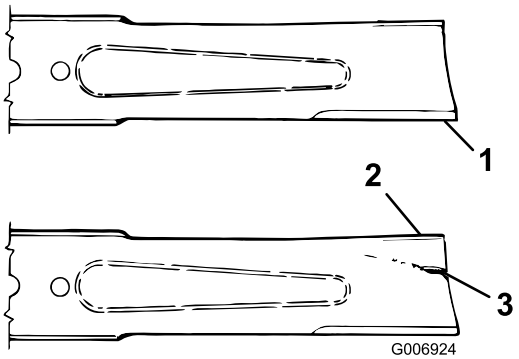

Figura 89
3. Examine cuidadosamente los extremos de corte de la cuchilla, sobre todo en el punto de reunión entre la parte plana y la parte curva de la cuchilla (Figura 89).
4. Puesto que la arena y los materiales abrasivos pueden desgastar el metal que conecta las partes curva y plana de la cuchilla, compruebe la cuchilla antes de utilizar la máquina. Si se aprecia desgaste (Figura 89), cambie la cuchilla; consulte Cómo retirar la cuchilla (página 73).
Si se permite que la cuchilla se desgaste, se formará una hendidura entre la vela y la parte plana de la cuchilla (Figura 89). Con el tiempo, una parte de la cuchilla puede desprenderse y ser arrojada desde debajo de la carcasa, posiblemente causando lesiones graves a usted o a otra persona.